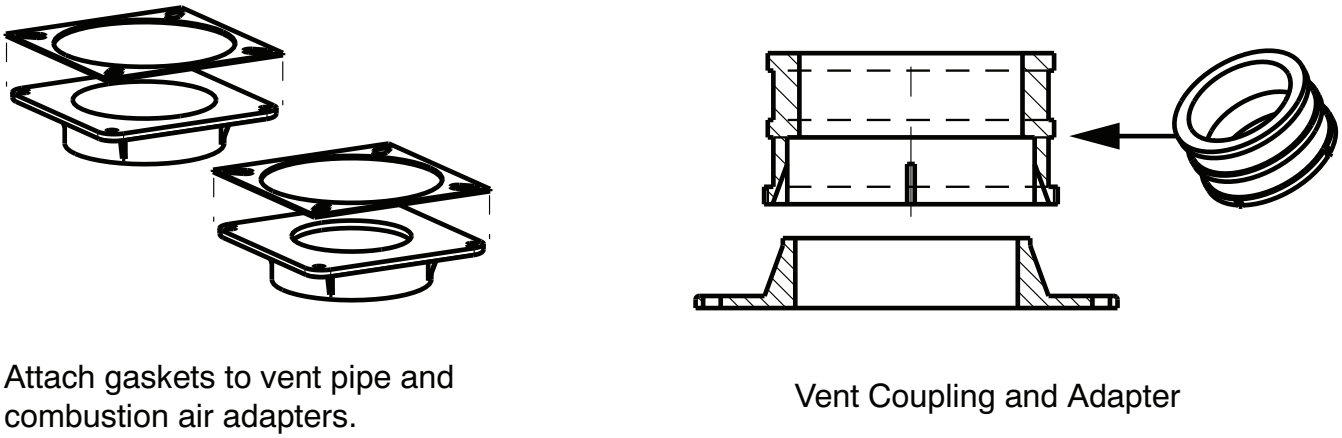

Fig. 49 - Vent Coupling and Adapter with Gaskets
1. Apply the gaskets to the vent pipe and combustion air pipe adapters. If supplied, remove and discard round center "slug" from interior of gasket. See Fig. 49.